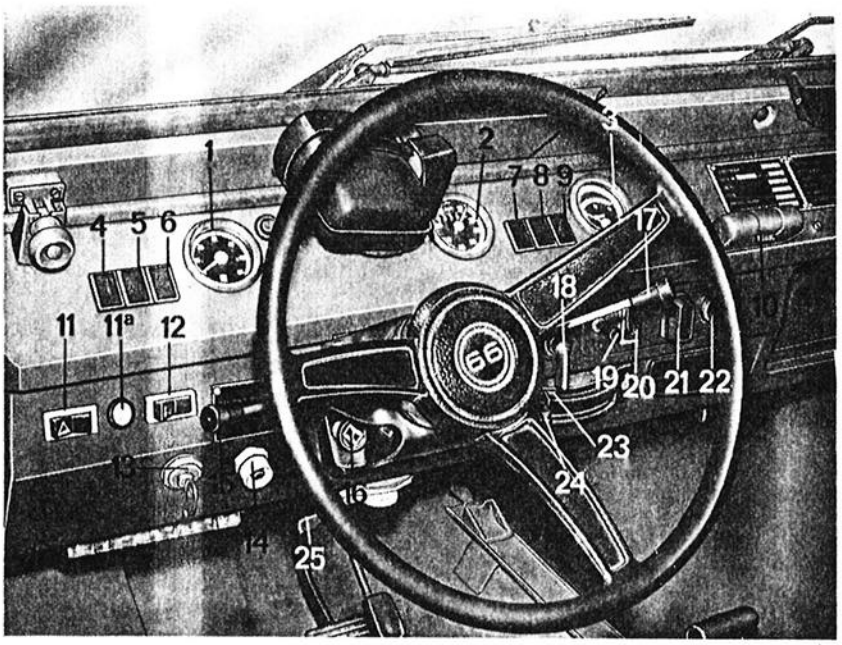

Afb. 2.2.1. Instrumentenpaneel
2.2.1. Instrumenten (afb. 2.2.1.)
2.2.2. Bedieningsorganen (afb. 2.2.1.)
a. Bergremschakelaar (11)
a. Kontrolelampen (4 t/m 9 en 11a, afb. 2.2.1.).